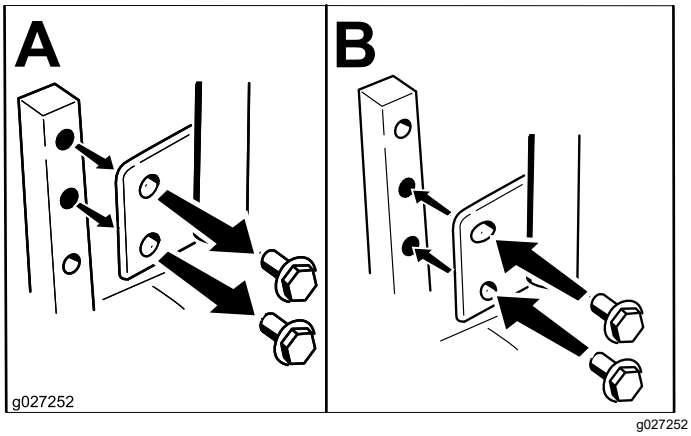

**Figure 11**
You can adjust the motion-control levers higher or lower for maximum comfort (Figure 11).
2. Loosen the lower bolt just enough to pivot the control lever forward or rearward (Figure 11).